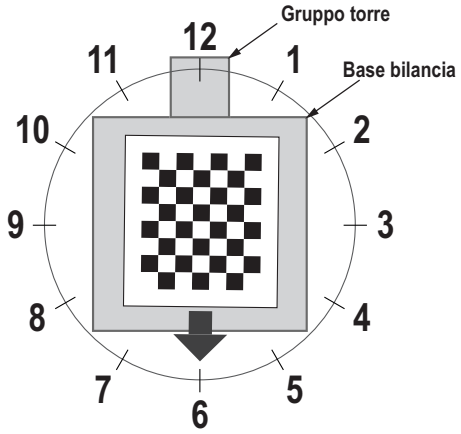

Figura 5-10. Rotazione a ore 6
9. Allineare l'oggetto di calibrazione in modo che i crocini siano centrati. Ruotare l'oggetto di calibrazione in posizione ore 6 con il gruppo torre in posizione ore 12 (Figura 5-10).